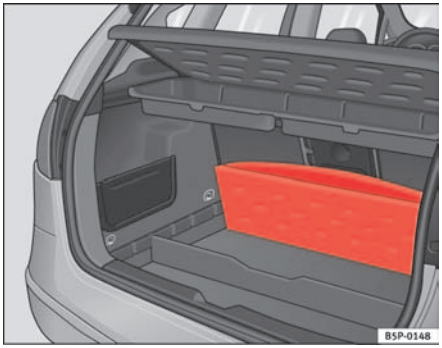

Fig. 103 Foldable luggage compartment cover
– Lift the luggage compartment floor and fold it back all the way ⇒ page 135, fig. 103.